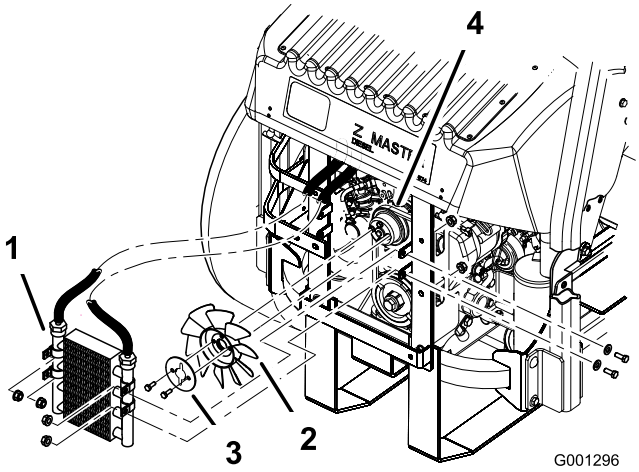

**Figur 71**
5. Fjern de fire bolte, der fastholder oliekøleren, og placer oliekøleren på siden (Figur 71).
6. Fjern de to bolte, der fastholder ventilatoren og ventilatorpladen på maskinen (Figur 71).
10. Monter ventilatoren og ventilatorpladen på maskinen med de to bolte, der tidligere blev afmonteret (Figur 71).
11. Monter oliekøleren med de 4 bolte, som du tidligere afmonterede (Figur 71).